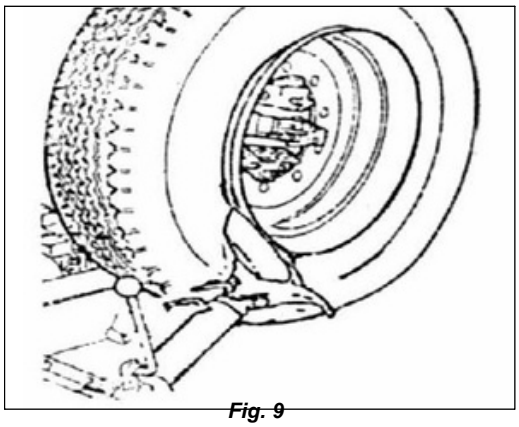

Fig. 9
3) Com o interrutor de comando (5), o disco circular (12) é encostado firmemente ao aro da roda (como mostra a ***Fig. 9***).